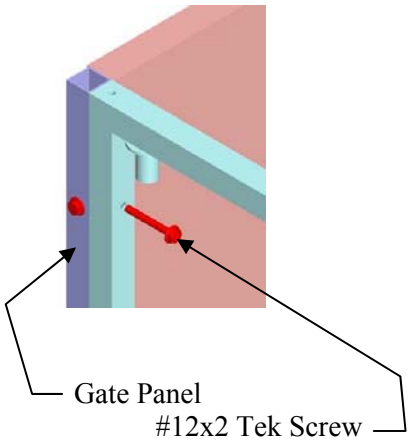

Figure 17
2. Attach the Gate Panel to the King Post using 2" Self-Drilling Tek Screws through the pre-drilled holes. Make sure that Gate Panel and King Post are flush up against each other **(Figure 17)**.